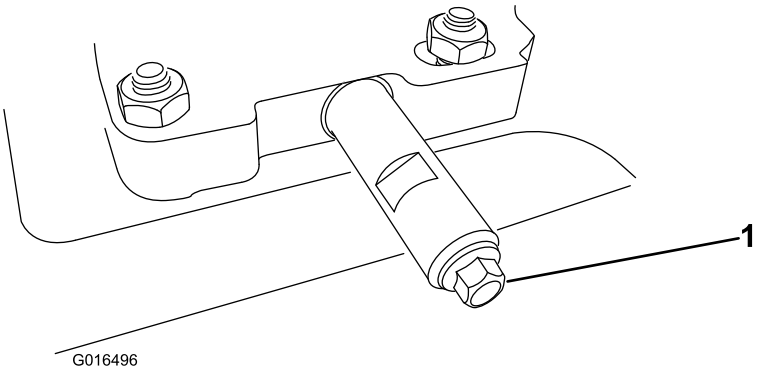

Рисунок 48
1. Очистите поверхность вокруг пробки для слива масла (Рисунок 48).